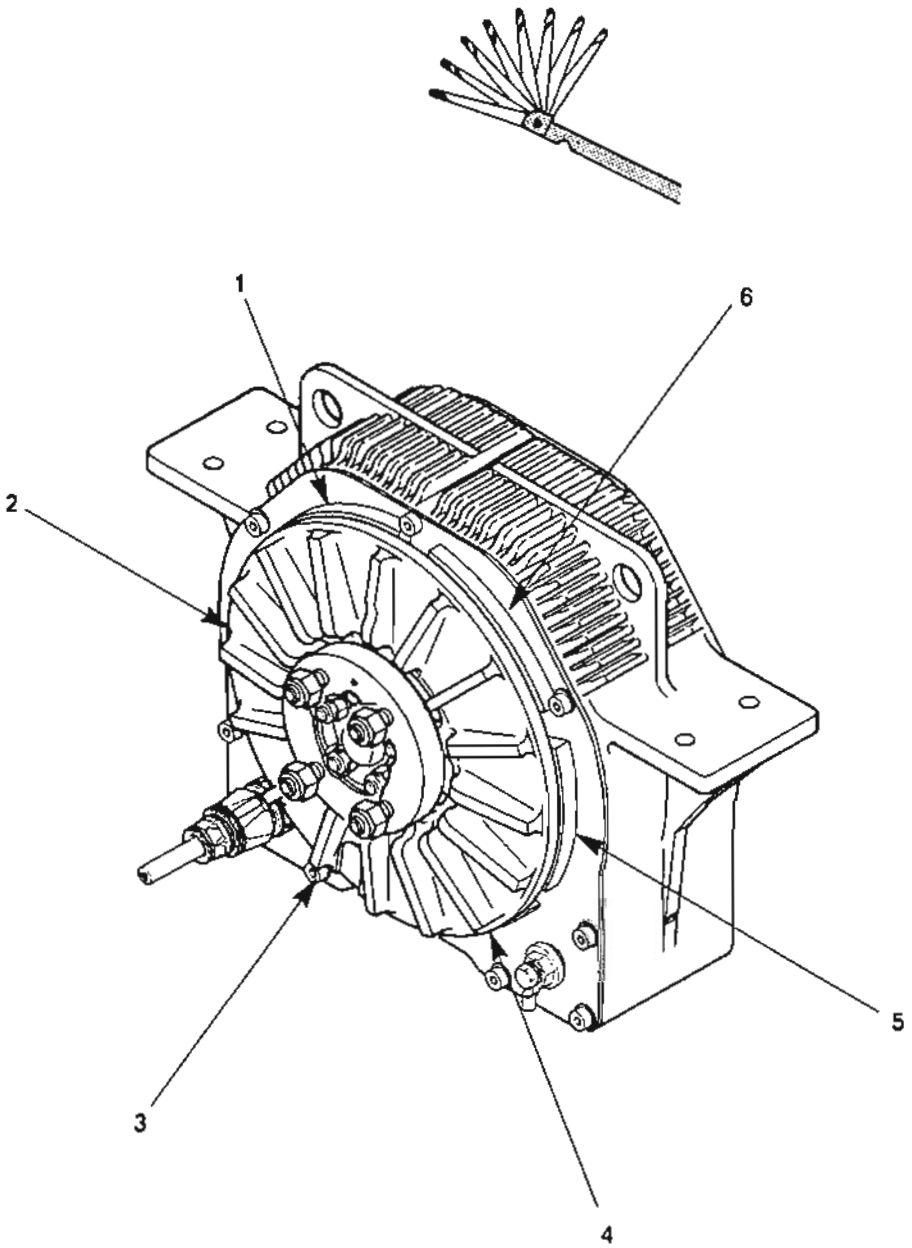

Abb. 30
- Mit einer Fühlerlehre (Abb. 30) :